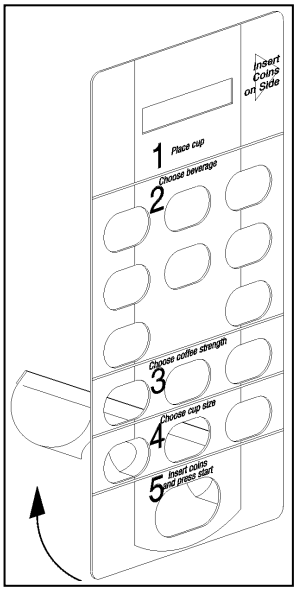

Figure 3 – Remove Backing
a) Peel the backing paper from the rear of the fascia (Figure 3).